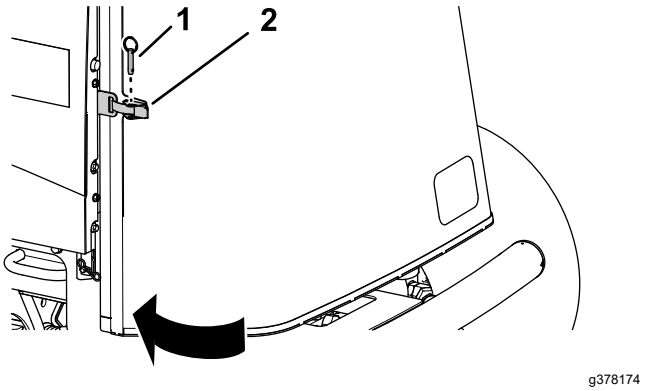

Рисунок 96
1. Закройте и зафиксируйте защелкой решетку (Рисунок 96).